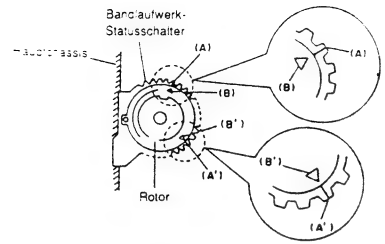

Abb. 3-1
2. Phasenanpassung der Einheit (Abb. 3-1, 3-2, 3-3, 3-4)
1) Die Markierungen (A) und (A') an dem Bandlaufwerk-Statusschalter und die Markierungen (B) und (B') an dem Rotor ausrichten (siehe Abb. 3-1).